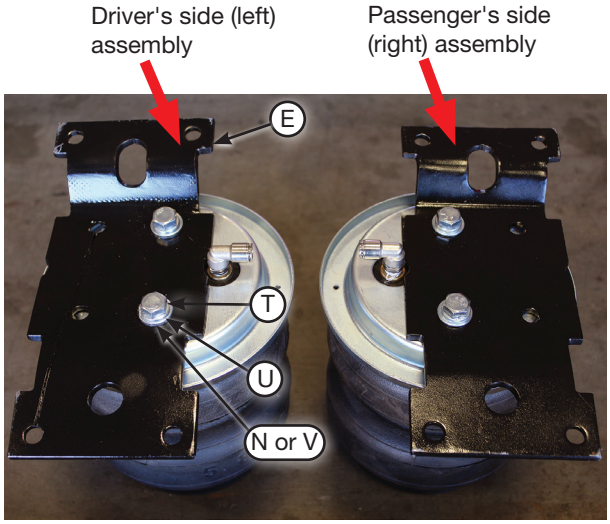

fig. D.8
2. Set the upper air spring bracket (E) onto the top of the air spring using one set of holes with the 3/8”-24 x 7/8” hex-cap screw (T), 3/8” lock washer (U) and 3/8” flat washer (N or V) (Fig. D.8). Install the remaining air spring bracket onto the remaining air spring, using the opposite holes from those that were previously used. This makes the air spring assemblies into left- and right-hand units. Torque the hardware to no more than 20 lb.-ft. (27Nm).